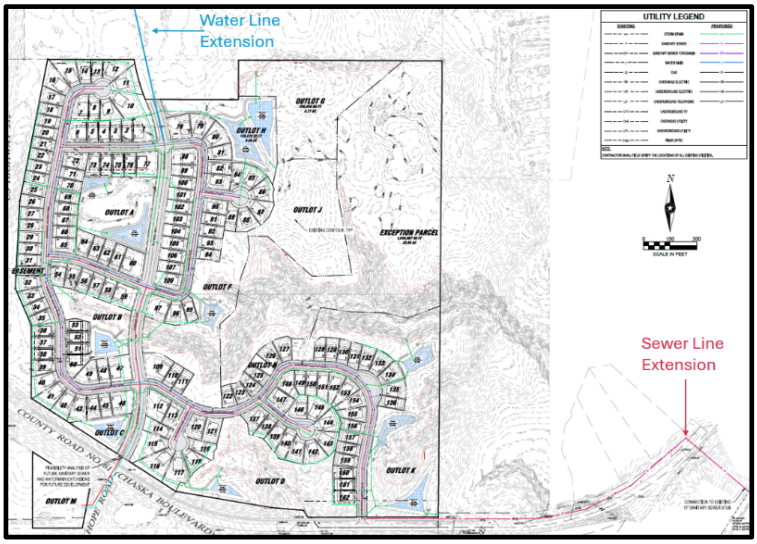

Figure 10: Utility Plan
- **Utilities.** Sewer and water utilities are currently not available to this site. Water that is planned to service this site is currently located at the terminus of Founder's Path in the Rivertown Heights neighborhood and planned to be extended south through the City-owned right of way of the future Savanna Way extension (see Figure 10, blue line).
Sewer is being extended from the sewer interceptor that is located south and east of Chaska Boulevard. This connection will run west down Chaska Boulevard and connect into the development at the proposed secondary access of Narrows Canyon Trail (see Figure 10, red line). The extension of this line will require an easement through the Brakemeier-owned property.